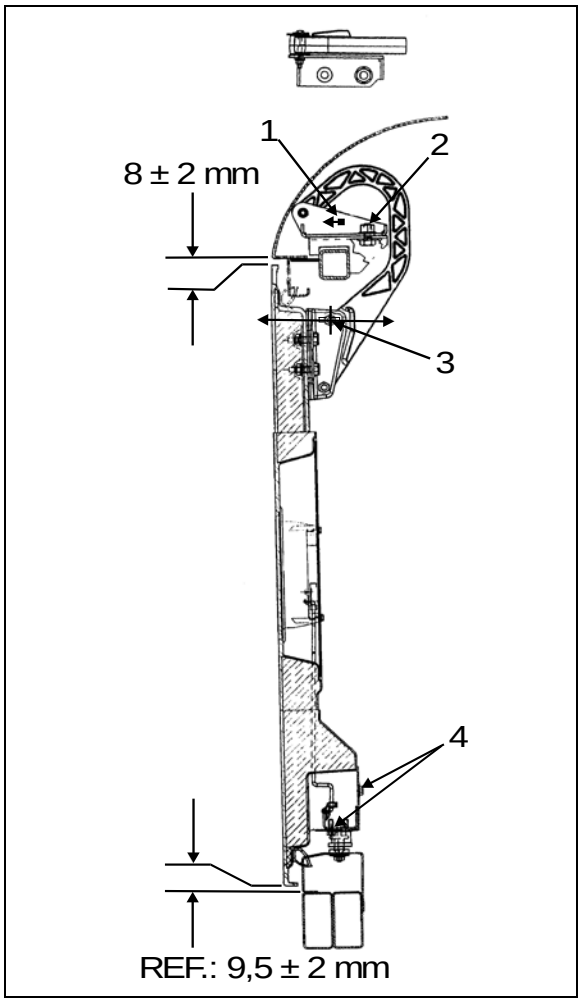

FIGURE 71: DOOR HINGE 18194
2. Loosen nut (2, Figure 71).
3. Move part (1, Figure 71), as close as possible to exterior of coach, so as to have enough clearance for proper door opening.
4. Tighten nut (2, Figure 71).
5. Loosen nut (3, Figure 71). Hinge allows the door to be shifted "IN or OUT".
6. Adjust door panel to have the same gap space as neighboring panels or refer to Figure 51 for specified gap space. Only if necessary, use the adjustment allowed by moving part 1, Figure 71.